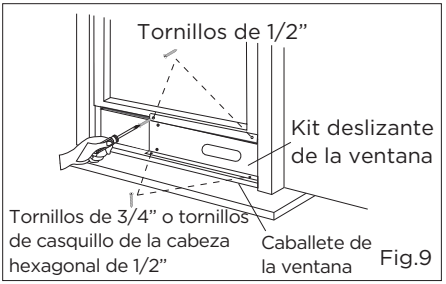

Fig.9
3.Cerrar el marco de la ventana con seguridad contra el kit deslizante de la ventana (Fig.9).
4.Apretar los dos tornillos 1/2” para asegurar el kit deslizante de la ventana al marco de la ventana marco (Fig.9).
5.Asegurar el kit deslizante de la ventana al caballete de la ventana (Fig.9):